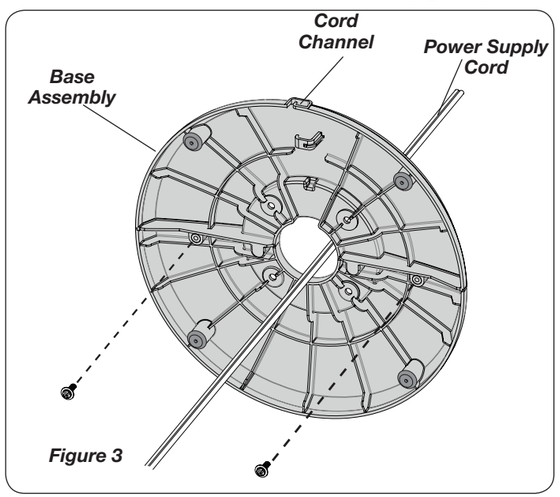

Figure 3
2. Secure the Base halves with (2) M4 X 13mm Screws.Thread the ***Power Supply Cord*** through the large hole in the ***Base Assembly***. **NOTE: The *Cord Channel* on the bottom of the Base should be towards the back of the Heater.** ***(Figure 3)***